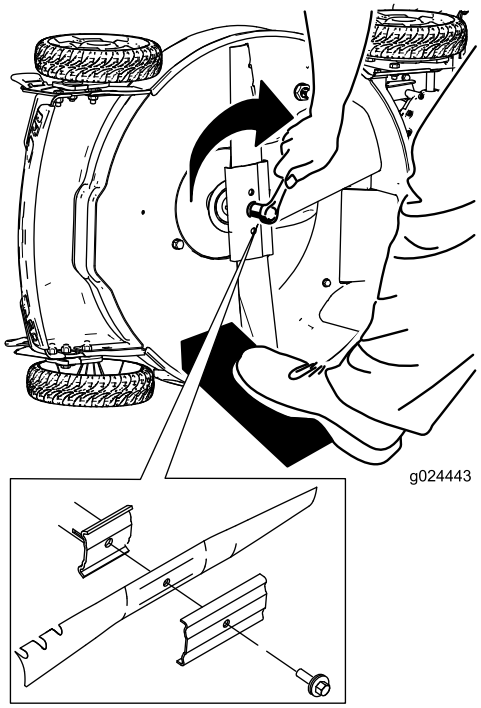

Figura 23
5. Instale la cuchilla nueva y todos los herrajes de montaje (Figura 23).